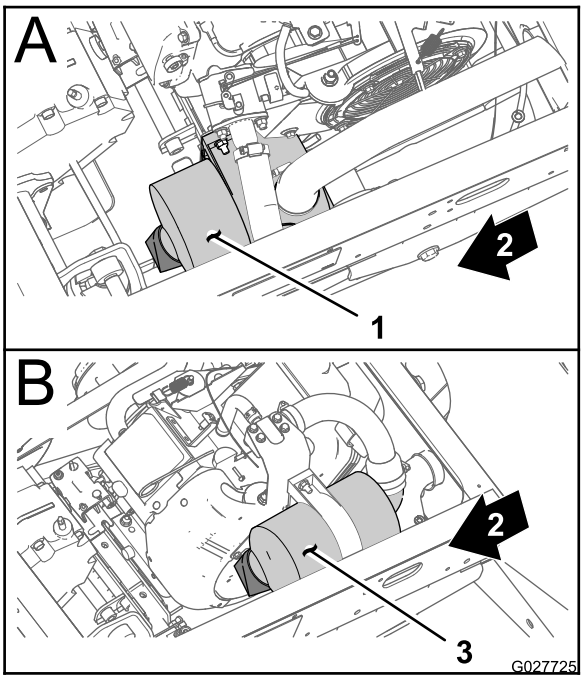
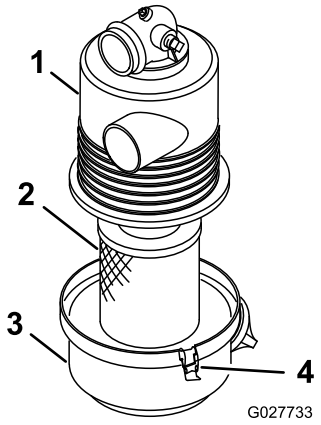

Figur 37
Figur 38
2. Kontroller om luftrenserkroppen er skadet, noe som kan forårsake en luftlekkasje. Pass på at dekslet er forseglet rundt luftrenserhuset (Figur 37 og Figur 38).
3. Utløs låsene som fester luftfilterdekslet til luftfilterhuset (Figur 38).
4. Skill luftfilterdekslet fra luftfilterhuset, og rengjør innsiden av dekslet (Figur 38).
3. Sett inn luftfilterelementet i luftfilterhuset (Figur 38).
4. Rett inn luftrenserdekslet i forhold til luftrenserhuset (Figur 38).
5. Fest dekslet til huset med låsene (Figur 38).